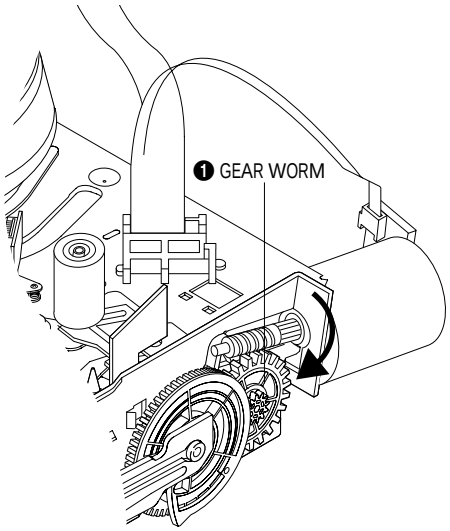

Fig. 4-39
3) Rotate Gear Worm ❶ clockwise using screw driver again up to the state of eject mode and then pick out the tape.(Refer to Fig.4-39)